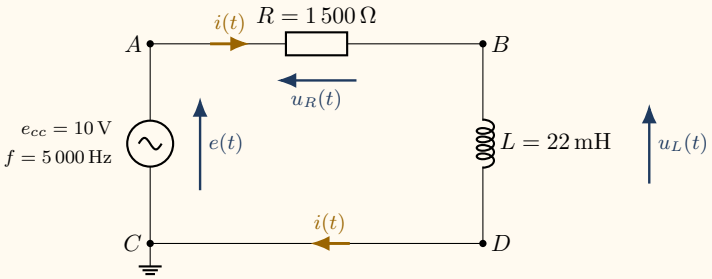

Fig. 1 – Montage électrique à réaliser (RL série).
- **Reproduisez**, à l'aide du matériel mis à disposition sur votre paillasse, le montage électrique de la Fig. 1.